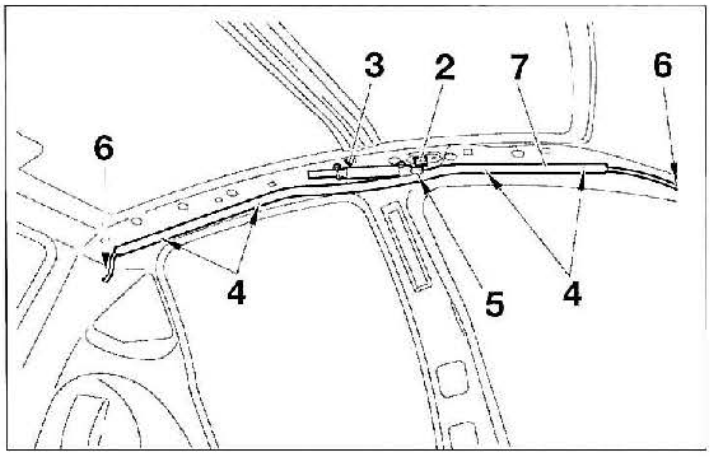

FIG. 6
. Desatornillar el tornillo (2) y la tuerca (3) (fig. 6)